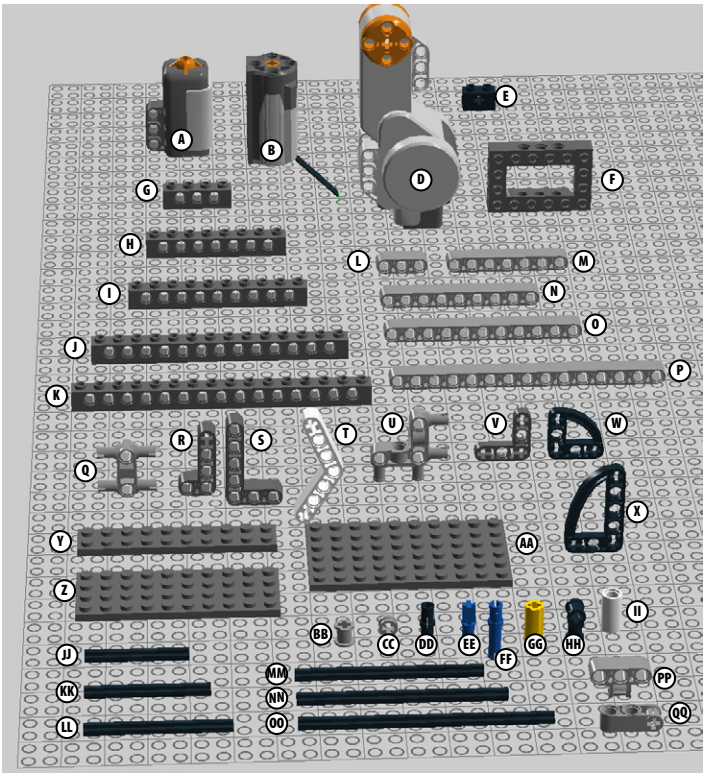

Figure 5-4. *You'll need the following parts to make this robot*
C. 1 Power Functions extension wire (P/N 8886, modified as per Figure 5-97, not pictured in Figure 5-4)